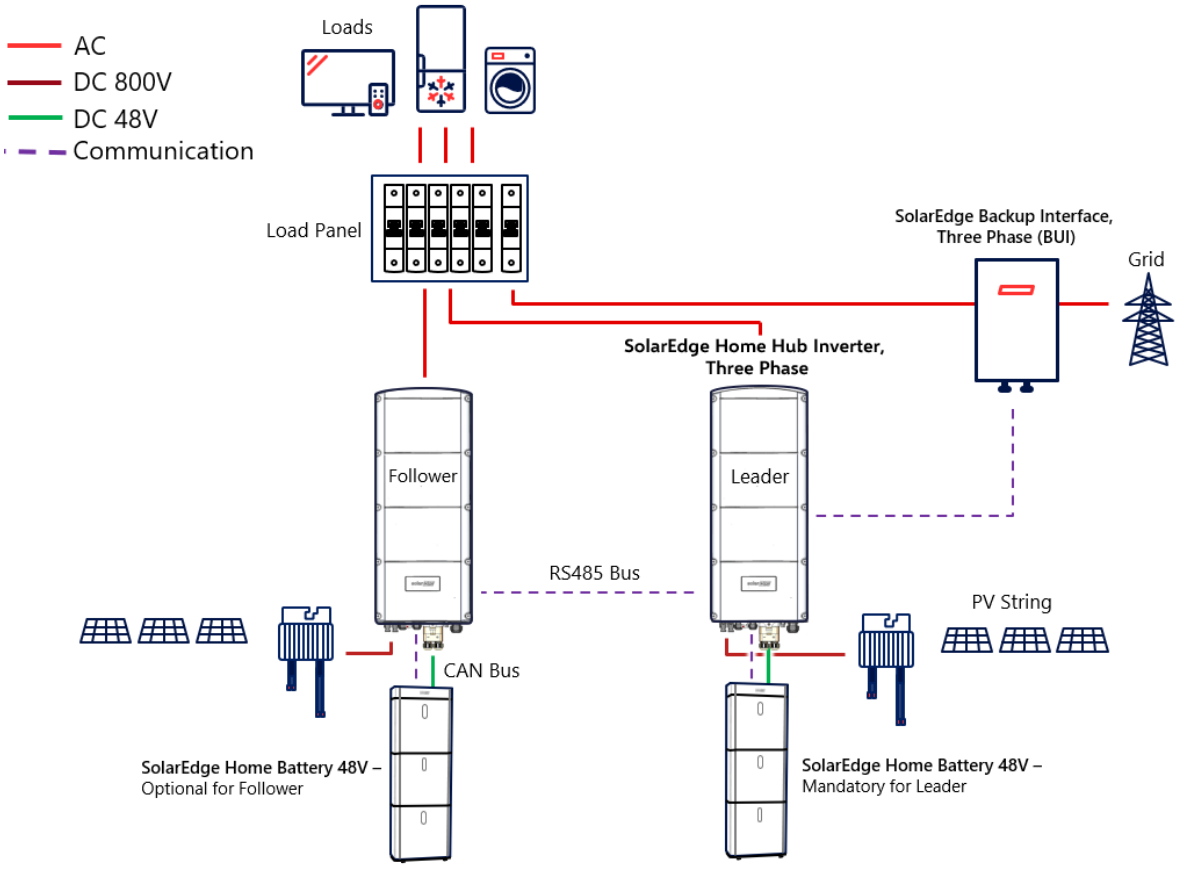

*Figure 1 SolarEdge Three Phase Backup Solution*
- Version 2 (July 2023) – Change in Figure 1
Figure 1 shows the SolarEdge three phase backup solution.